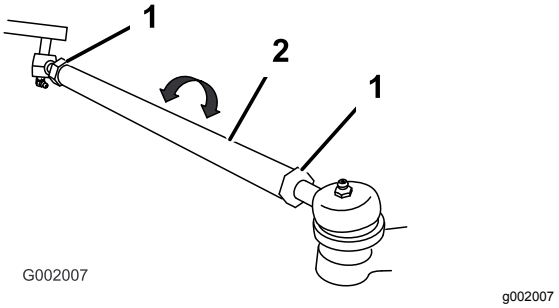

Rysunek 51
5. Jeżeli wynik pomiaru nie mieści się w podanym zakresie, poluzuj nakrętki zabezpieczające na obu końcach drążków kierowniczych (Rysunek 51).